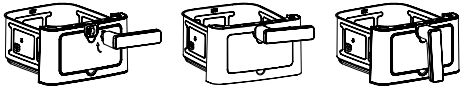

Fig. 1
6. Insert the handle into the bowl as shown in Figure 1. The handle should engage with a click.